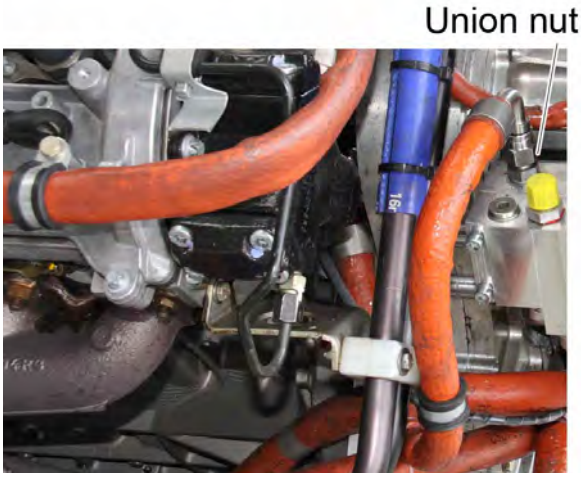

Figure 19
16. Attach the union nut of the hose line to the Constant Speed Unit (CSU) and tighten up the union nut to the specified tightening torque. See Figure 19.
◆ ***Note:*** ***Before tightening up the union nut, align the hose line away from the gearbox as shown in Figure 19.***